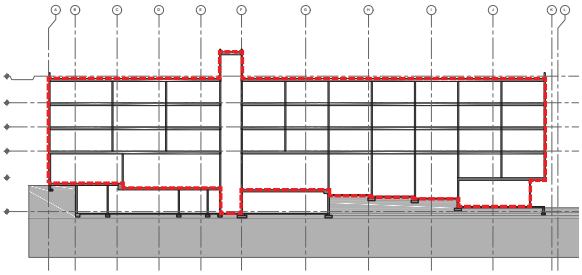

Fig. 8-4 Whole-building section with the continuous air barrier system pressure boundary denoted in red.
- ✓ Clearly delineate the air barrier system boundary on the construction documents. This practice is typically performed on the floor plans for each building level and on each building section as shown in Fig. 8-4. This delineation is required by the City of Fort Collins energy code (local amendments to the 2015 IECC) for compliance,[11] in addition to the calculation of the air barrier pressure boundary surface area.